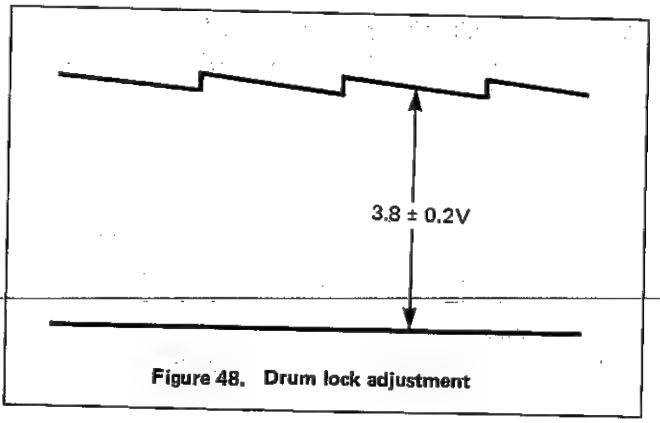

Figure 48. Drum lock adjustment
3) Observe waveform at TP-703 with an oscilloscope and adjust R714 (DRUM LOCK) to meet the requirement given in Figure 48.